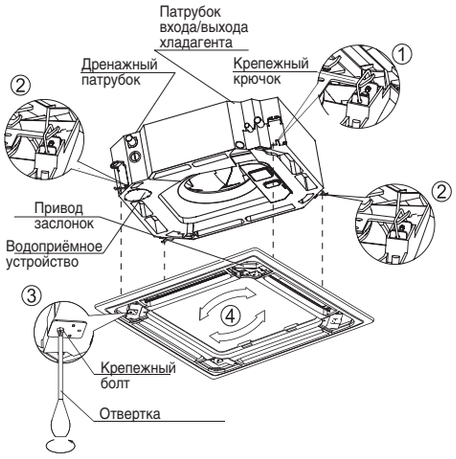

Рис. 4-7
- Расположите декоративную панель таким образом, чтобы угол, где находится привод заслонок совпадал со стороной водоприемного устройства (рис. 4-7)